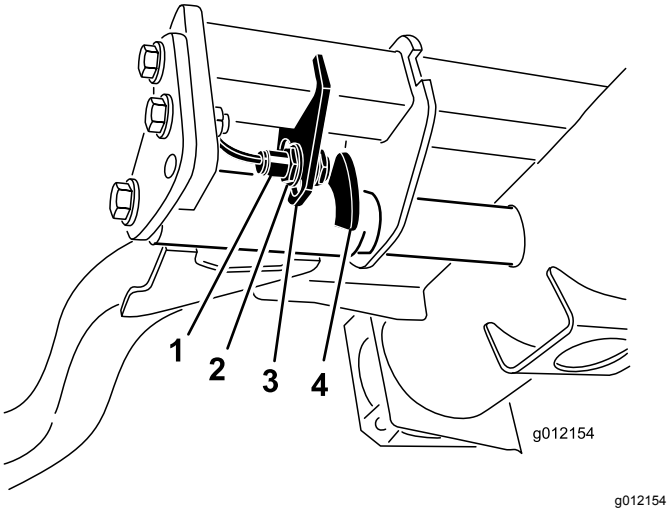

Figur 55
2. Lyftarmsbrytaren sitter under hydraultanken, bakom den främre, högra lyftarmen (Figur 55).
3. Lossa brytarens fästskruvar och flytta ned brytaren för att öka lyftarmens vändhöjd eller flytta upp brytaren för att minska vändhöjden (Figur 55).